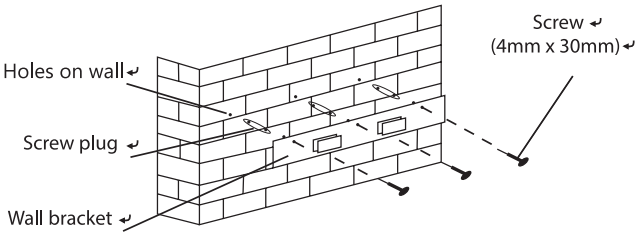

Рис. 8.1
3. Прикрутите установочную планку в просверленные места (рис. 8.1).